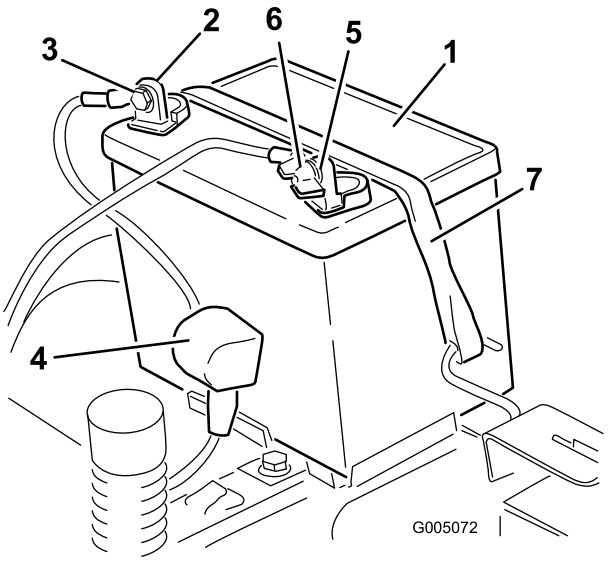

Figuur 42
4. Maak de minkabel (zwart) los van de accupool (Figuur 42).
6. Maak de pluskabel (rood) los van de accupool (Figuur 42).
7. Verwijder de bevestigingsband van de accu (Figuur 42) en til de accu uit de accubak.
1. Plaats de accu in de bak (Figuur 42).
5. Zet de accu vast met de bevestigingsband (Figuur 42).